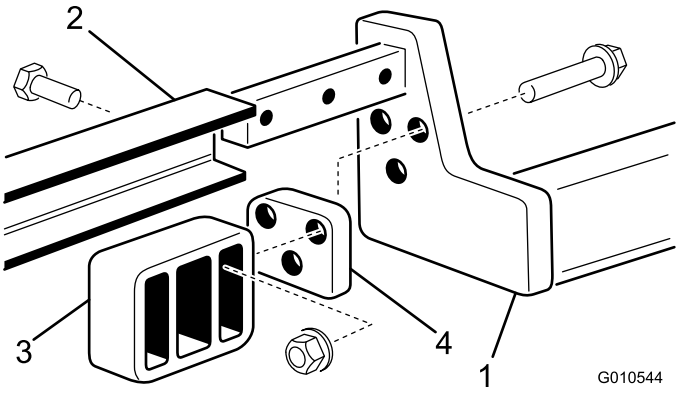

Figur 6
3. Monter et bakre understell på hver løftearm med tre 3 skruer (3/8 x 2 tommer), mellomstykker og flensmuttere som vist i Figur 6.
4. Skyv bærerammen på løftearmene slik at monteringshullene står rett i forhold til hverandre. Fest begge sidene av bærerammen til løftearmene med tre skruer (1/2 x 1-1/2 tomme). Stram skruene til et moment på 95–108 Nm (Figur 6).